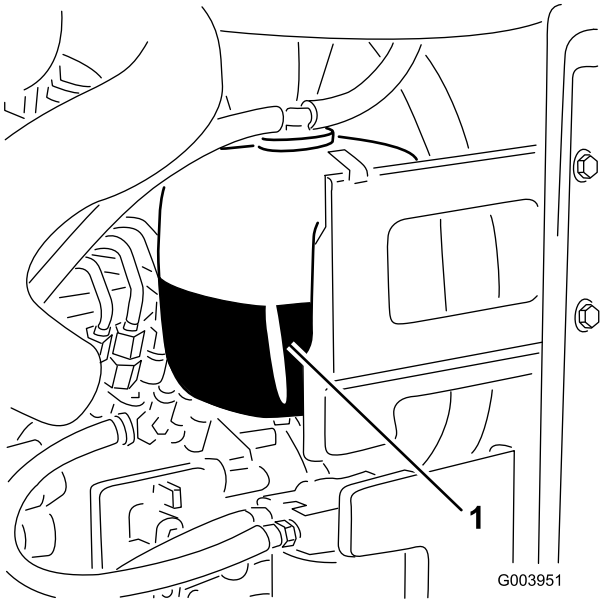

Figuur 29
1. Controleer het koelvloeistofpeil in de expansietank (Figuur 29).